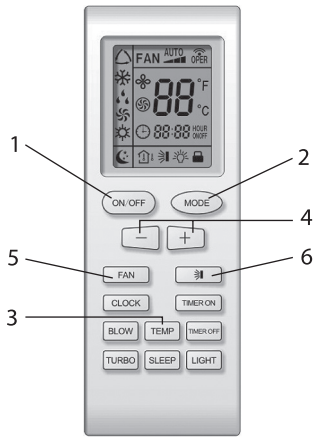

Рис. 5.4
5.4 Порядок управления (Рис. 5.4)